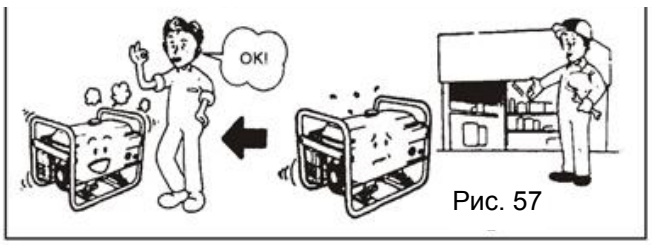

Рис. 57
9.1.5 Якщо двигун все ще не запускається, зверніться до вашого дилера за допомогою (Рис. 57).